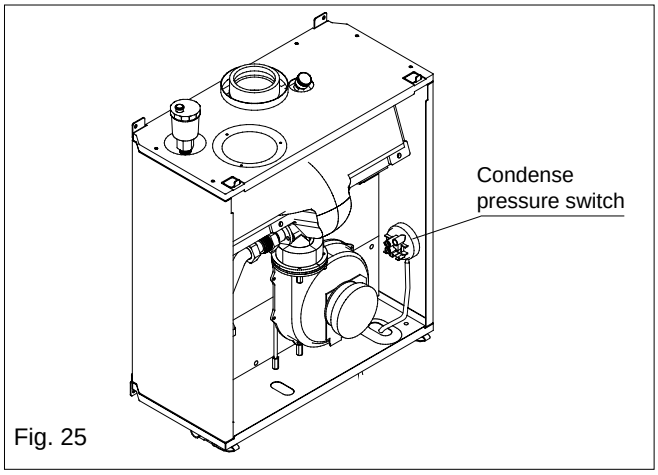

Fig. 25
6.18 CONDENSE PRESSURE SWITCH (fig. 25)